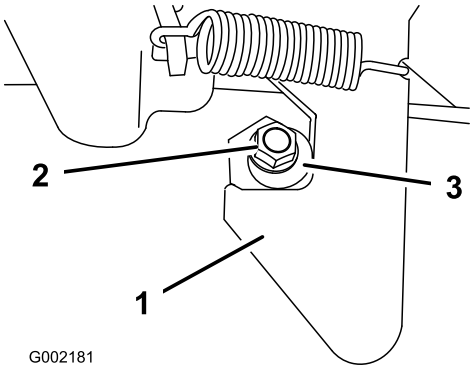

Figur 54
1. Lossa muttern i änden av spärrstiftet (Figur 54).
2. Vrid spärrstiftet medsols tills det sitter tätt mot haken på spärrhaken (Figur 54).